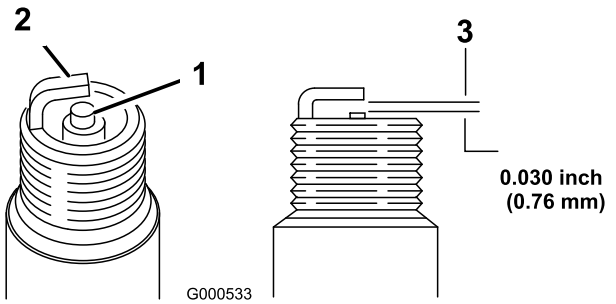

Figura 26
5. Impostate la luce sul tappo a 0,76 mm (Figura 26).